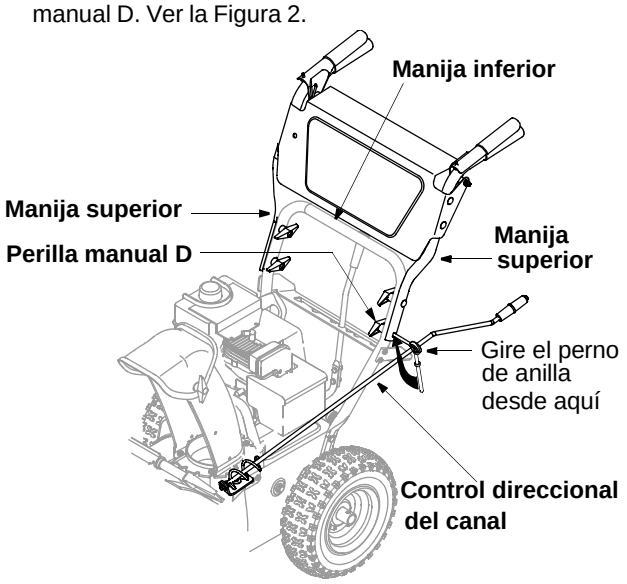

Figura 2
7. Extraiga la perilla manual del perno de anilla y gire el perno de anilla en la dirección que se muestra en la Figura 2. Inserte el perno de anilla en el orificio inferior de la manija superior izquierda y la manija inferior respectivamente. Ver la Figura 2.
8. Coloque la arandela cónica, con la parte cóncava contra la manija, en el perno de anilla y ajuste conla perilla manual D. Ver la Figura 2.